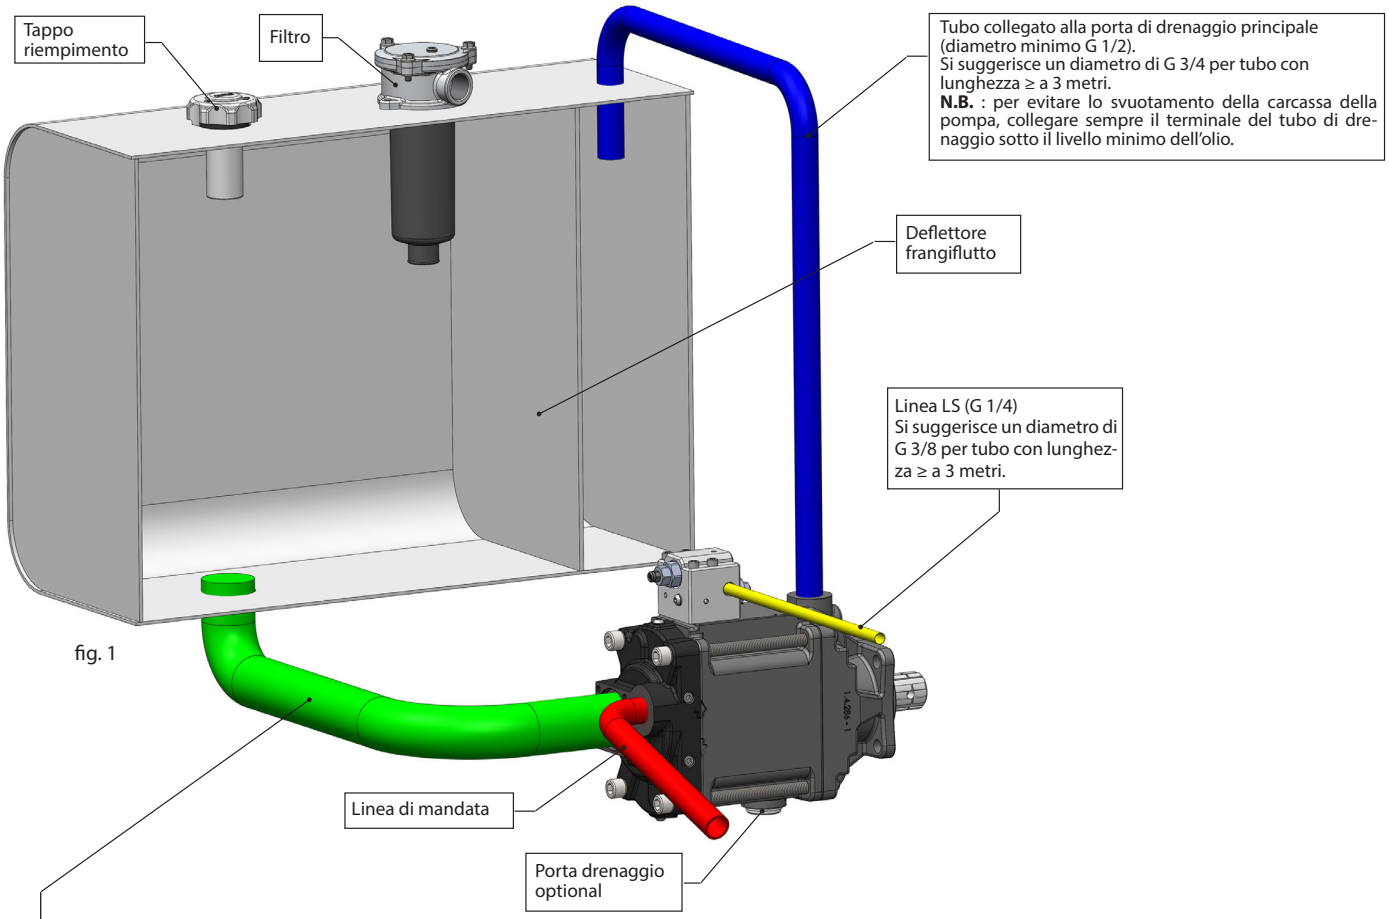
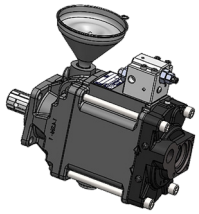

fig. 1
fig. 2
2. Collegare tubazioni (fig. 1) e procedere al riempimento della pompa (fig. 2).